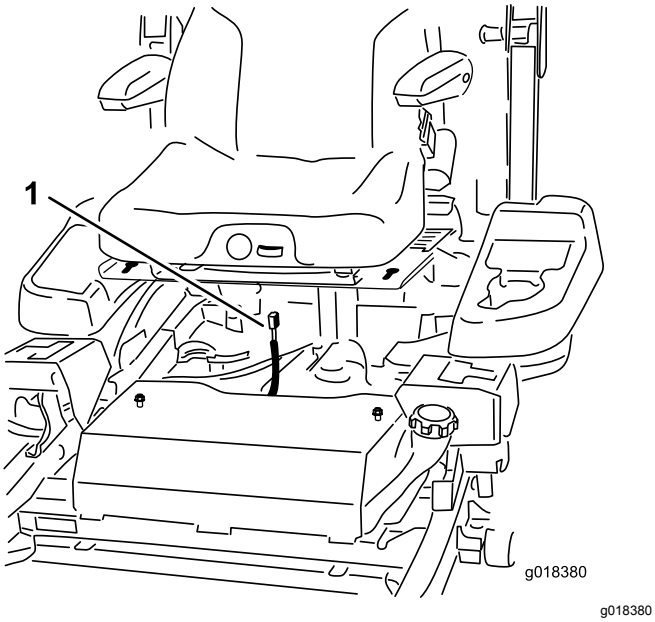

図 68
9. 座席の下についているシートスイッチからハーネスコネクタを外す図 68。